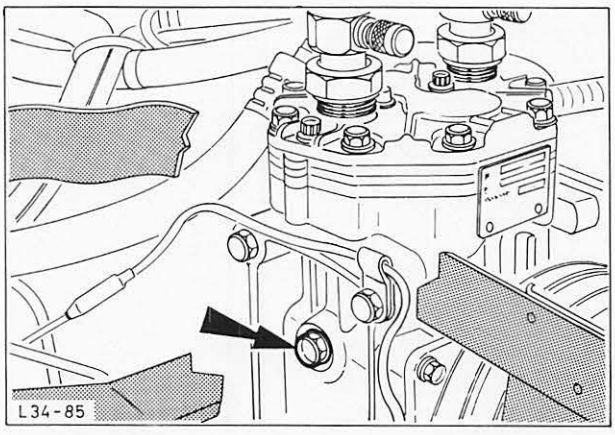

Abb. 54 Ölstand im Kompressor prüfen. Dazu Schraube (PFEIL) herausdrehen
10. Ölstand im Kompressor prüfen. Dazu Meßstab laut Abb. 14 anfertigen. Öleinfüllschraube, in Fahrtrichtung rechts am Kompressor, Abb. 54, herausschrauben und Kompressorkurbelwelle so weit drehen, bis der Meßstab den Boden des Kompressors erreicht.